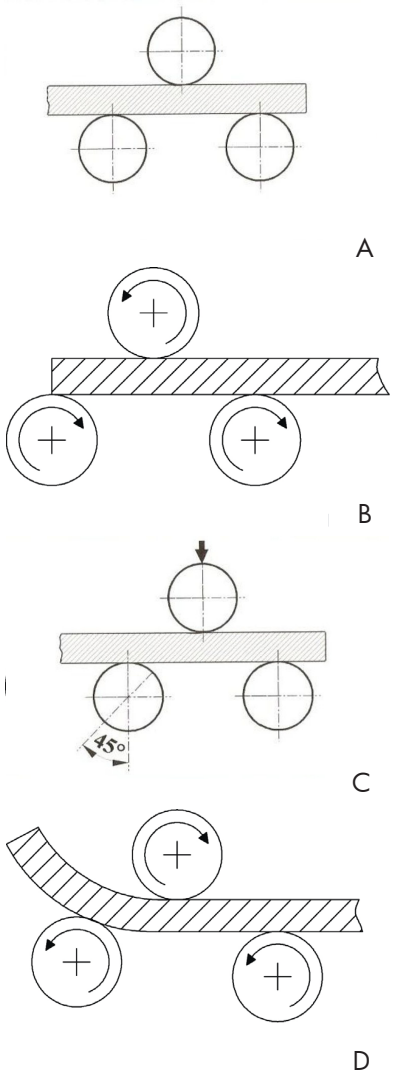

Afb. 12 Een profiel buigen
5. Beweeg de bovenwals omhoog, en laat de grootste mogelijk afstand tussen de bovenwals en de onderwalsen, om het werkstuk ertussen in te voegen (afb. 12, A).
6. Breng de bovenwals zo ver mogelijk omlaag, totdat het werkstuk de bovenwals en de onderwalsen aanraakt. Dit is de “neutrale positie”. Het profiel moet parallel zijn met de onderwalsen (afb. 12, A).
7. Schuif het profiel naar links of naar rechts. Het moet door een van zijn uiteinden tussen de bovenwals en de onderwalsen vastgehouden worden (afb. 12, B).
8. Breng de bovenwals omlaag, om meer druk op het werkstuk uit te oefenen en het buigproces te starten (afb. 12, C).